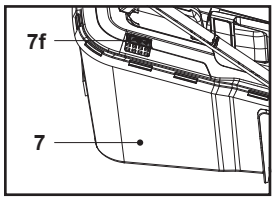

**Fig. 12**
1. Cuando la trampilla (7f) está abierta el recogedor de hierba (7) tiene espacio suficiente para seguir recogiendo hierba (Fig. 12).